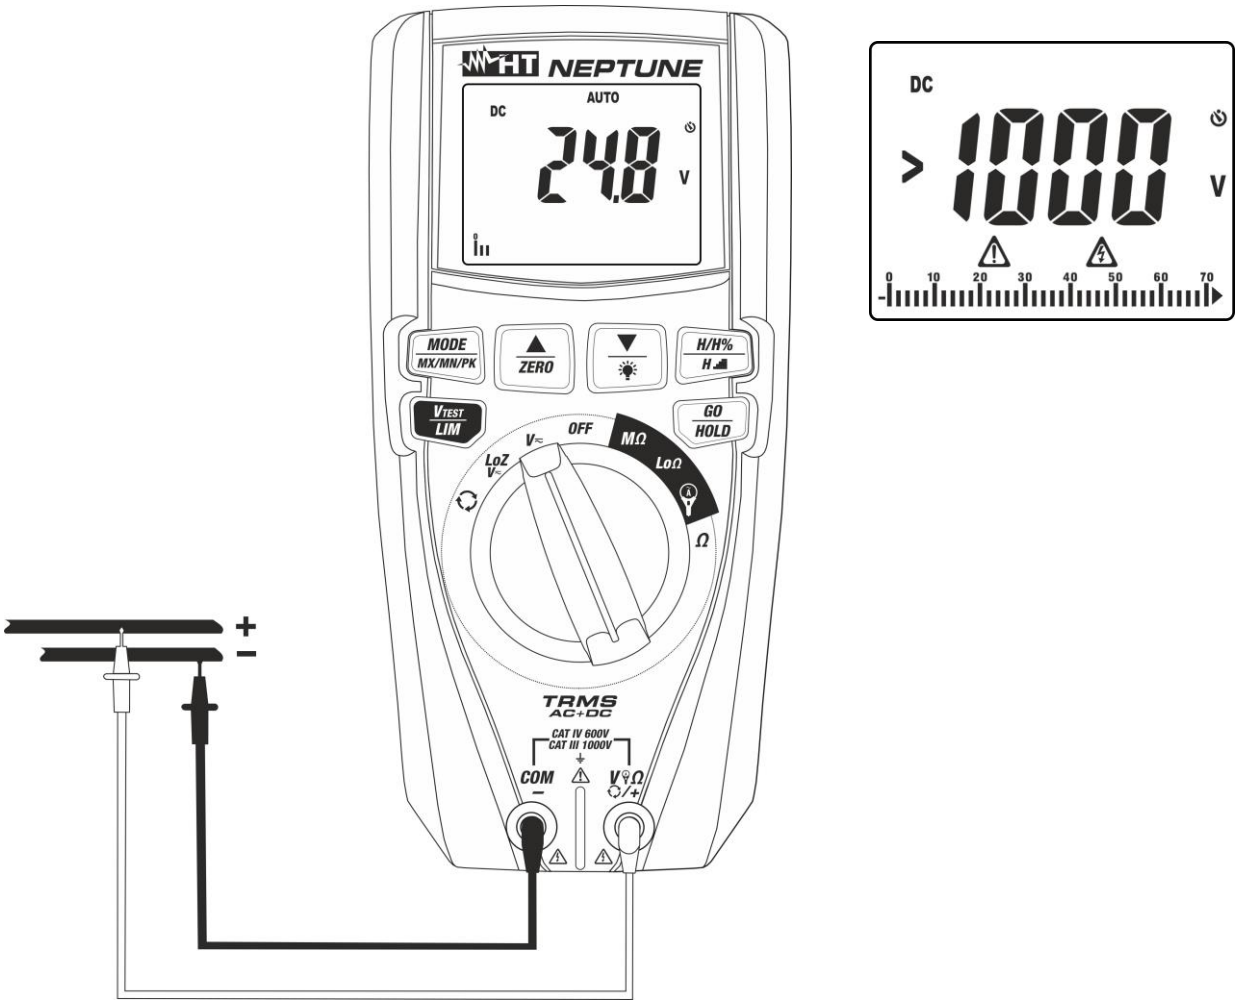
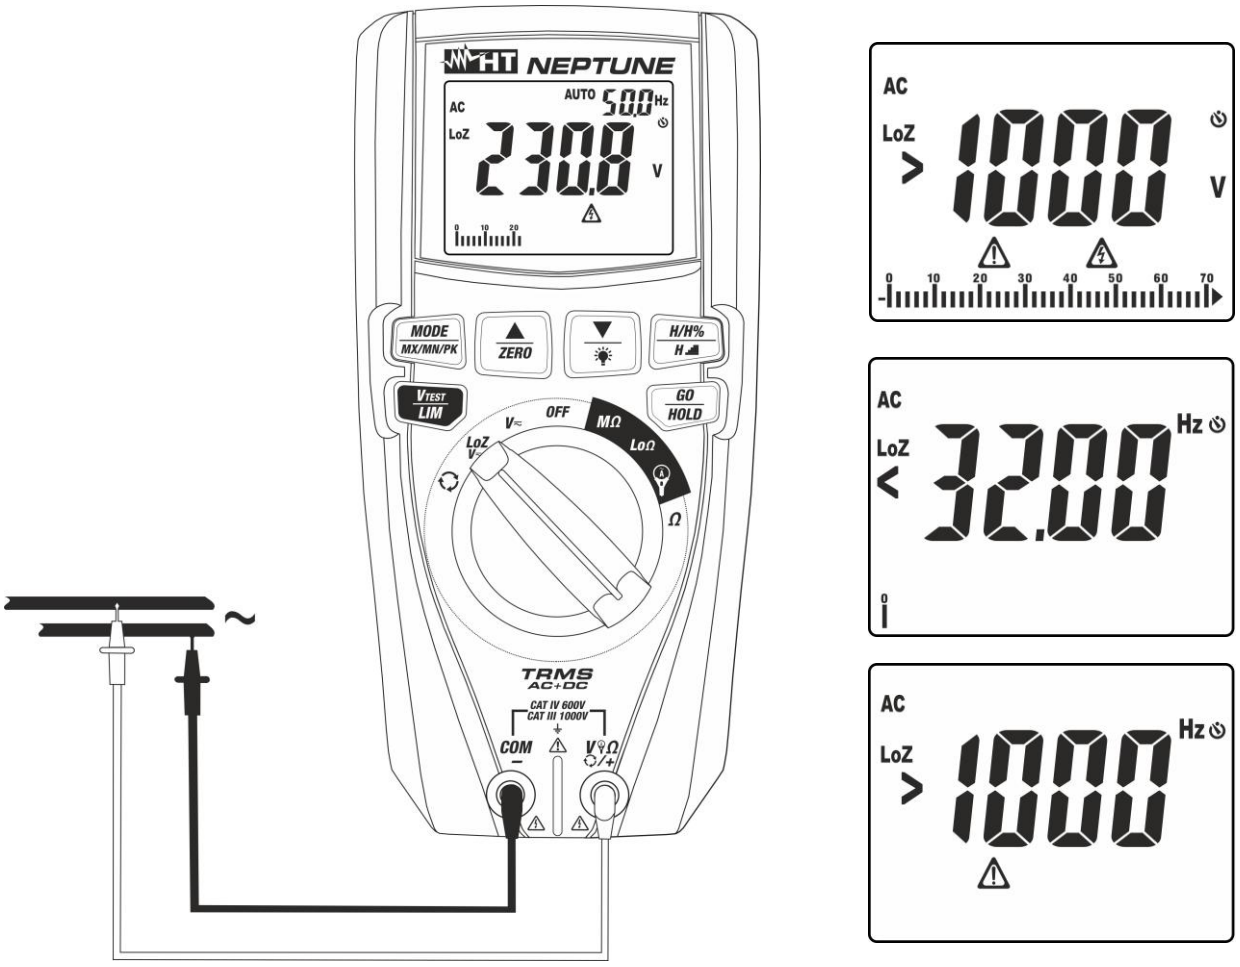

Fig. 6: Uso do instrumento para medir Tensões CC
Fig. 8: Uso do instrumento para medir Tensões CA/CC com a função LoZ
3. Colocar a ponteira vermelha e a ponteira preta respetivamente nos pontos com potencial positivo e negativo do circuito em exame (ver Fig. 6). O valor da tensão é apresentado no display
4. Se no display aparecer a mensagem "**>1000V**" (ver Fig. 6) atingiu-se o fundo de escala do instrumento
5. A visualização do símbolo "**-**" no display do instrumento indica que a tensão tem sentido oposto em relação à ligação da Fig. 6.
4. Colocar a ponteira vermelha e a ponteira preta respetivamente nos pontos do circuito em exame (ver Fig. 8) para a medição da tensão CA ou nos pontos com potencial positivo e negativo do circuito em exame (ver Fig. 6 para a medição da tensão CC. O valor da tensão é apresentado no display. Na parte superior direita do display é apresentado o valor da frequência da tensão. Premir o botão **MODE/MXMNPK** para visualizar o valor da frequência com maior resolução.
5. Se no display aparecerem as mensagens "**<32Hz**" ou “**>1000Hz**” (ver Fig. 8) o valor da frequência está fora do intervalo da medição **32Hz ÷ 1000Hz**
6. A visualização do símbolo "**-**" no display do instrumento indica que a tensão tem sentido oposto em relação à ligação da Fig. 6